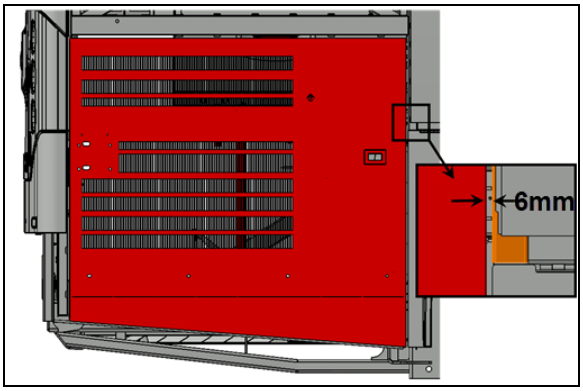

FIGURE 109:
5. Vérifier le jeu entre la porte et l'aile arrière au niveau du bras supérieur de la porte. Le jeu devait être ¼" (6 mm) (Figure 109:).